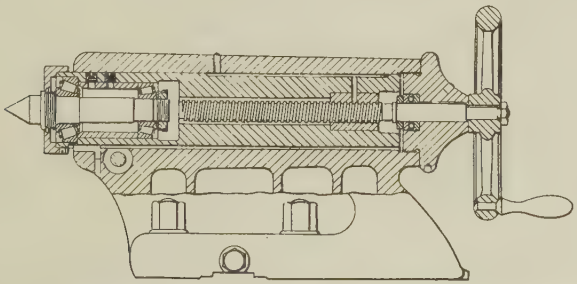

FIG. 40.—An example of a modern tailstock with built-in antifriction center. (*Courtesy of The American Tool Works Company.*)
53. Examples of Modern Designs.—The revolving dead center with antifriction bearings (Fig. 40) illustrates the tendency in design. Every machinist realizes the advantage of such a center in high-speed production work, provided the